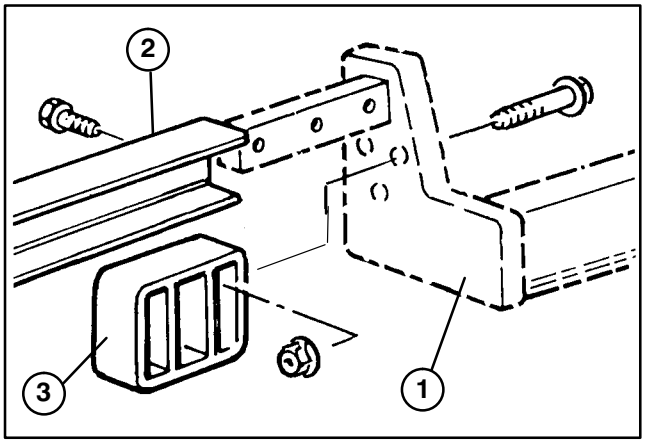

Figure 5
2. Mount a rear cradle to each lift arm with (3) 3/8−16 x 1−3/4" lg. capscrews and flangenuts as shown in figure 5.